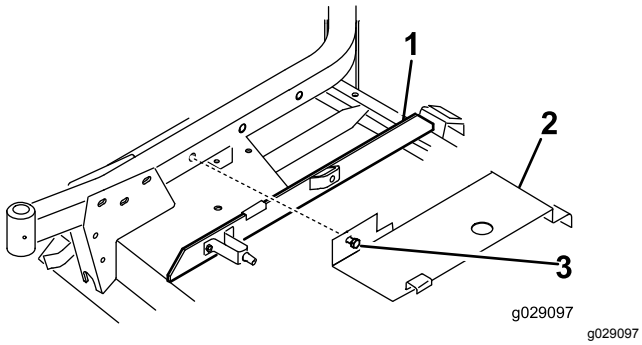

Figur 24
1. Indsæt en pyntelistestøbning på højre brostang, så siden af fjederbeslaget er 10 cm fra den yderste kant af pyntelistestøbningen (Figur 24)
2. Sæt den bageste del af skjolddækslet (Figur 24) på den bageste kanaltap, mens du retter dækselmonteringsbolten ind efter hullet i højre styrehjulsarm. Dækslet skal hvile på pyntelistestøbningen. Juster støbningen efter behov.